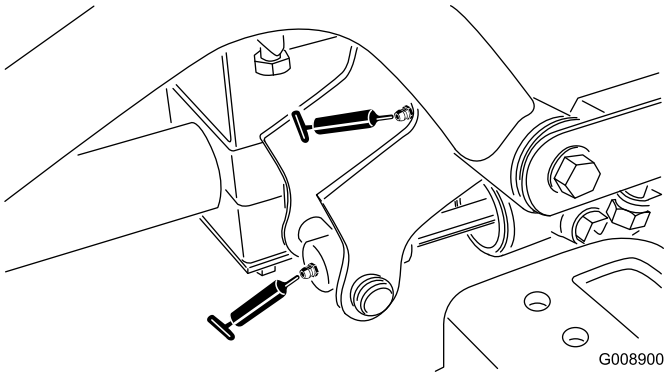

**Figur 37**
- Främre höger lyftarmstapp och lyftcylinder (2) (Figur 37)